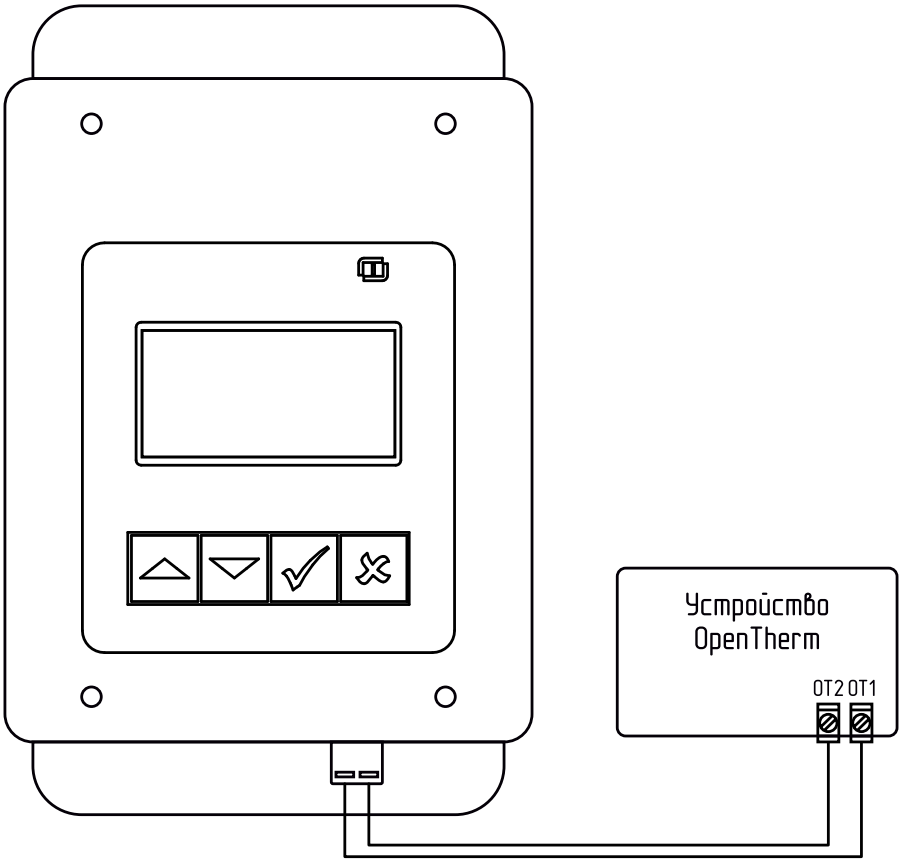

Рис.8. Схема подключения OpenTherm
9.5.1. Система удалённого управления котлом по шине OpenTherm подключается к блоку индикации электрокотла с помощью разъема на блоке индикации (Рис.2 поз.14 и Рис.8).